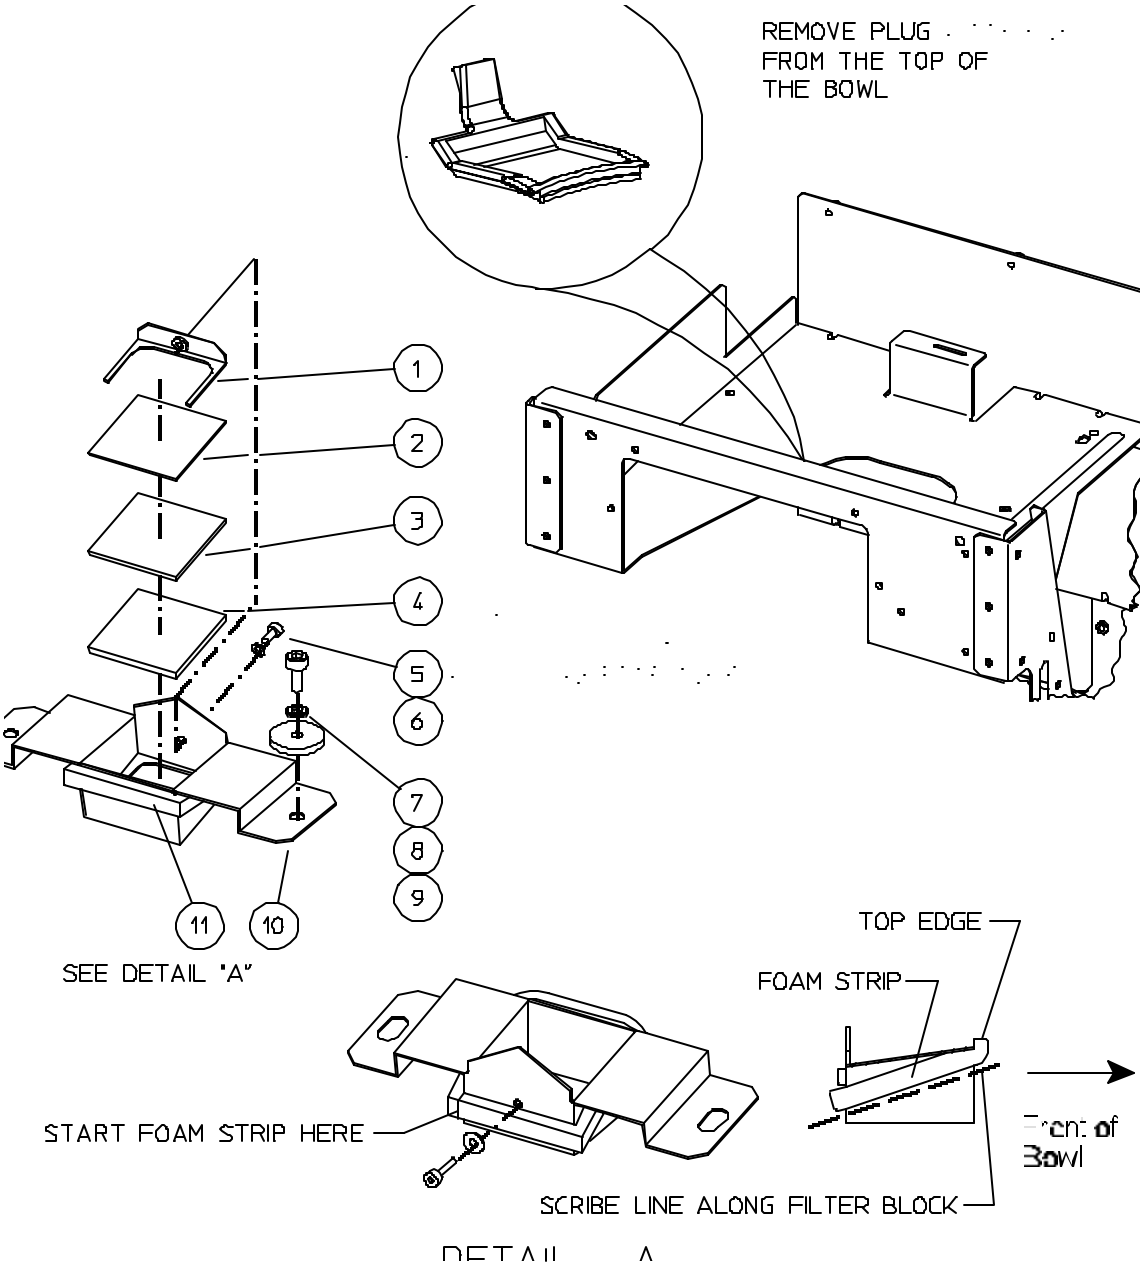

FIGURE 2. Yellow Filter Assembly Installation
To remove the bowl plug and install the Yellow Filter Assembly, refer to Figure 2 and follow the guidelines given below.
3) Refer to Figure 2, and install the foam strip as shown. Wrap the foam strip around the filter block assembly.
4) Install the Yellow Filter Assembly. The Yellow Filter Assembly should come pre-assembled. If not, refer to Figure 2 for assembly.
PARTS LIST for Figure 2